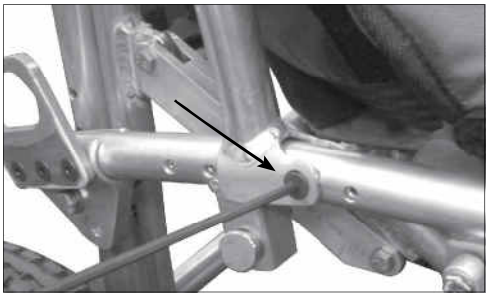

Figure 5.2
4. To shorten/lengthen seat depth, remove the 2 bolts that attach the seat back tubes to the seat rails using the Allen wrench. Repeat on the other side of the wheelchair (Fig. 5.2).